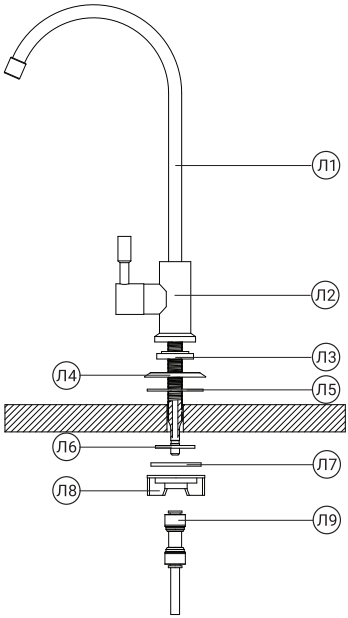

Рис. 13
2. Произведите монтаж крана (рис. 13) в следующей последовательности:
5. Свободный конец синей трубки 1/4", идущей от выхода постфильтра, подключите к фитингу 1/4" (Л9) (рис. 13) из комплекта поставки (см. раздел «Присоединение трубок» (стр. 10)).
6. Фитинг 1/4" вместе с установленной в него трубкой подключите к штоку крана чистой воды (см. раздел «Присоединение трубок» (стр. 10) и рис. 13).